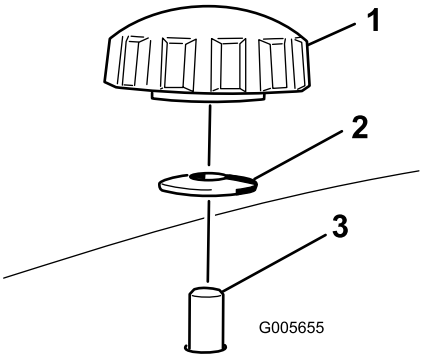
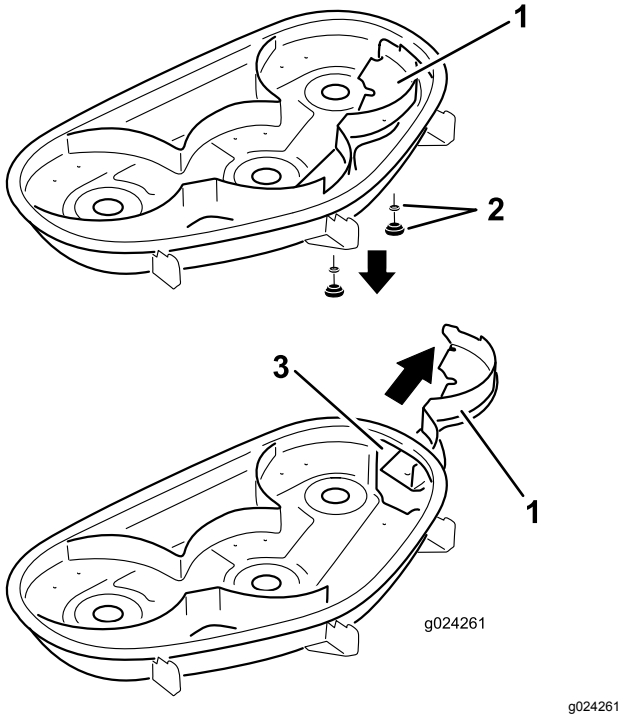

Figur 26
Figur 27
4. Ta bort de två vreden och de böjda brickorna som fäster den högra skärmen på klipparen (Figur 26).
5. Ta bort den högra skärmen och sänk ned gräsriktaren över utkastaröppningen (Figur 26 eller Figur 27).
5. För höger skärm under klippardäcket och fäst den med två vred och böjda brickor (böjda sidan mot klipparen) i enlighet med Figur 26 och Figur 27.